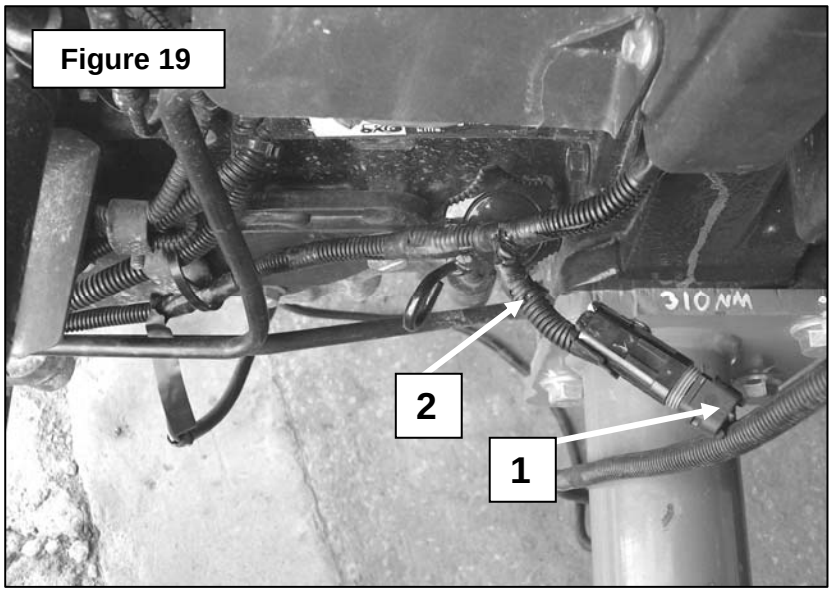

Figure 19
5. **Figure 19:** Connect the 132" harness (item 1) to the 58" harness (item 2). If the 132" harness is not installed, install it and then connect it.